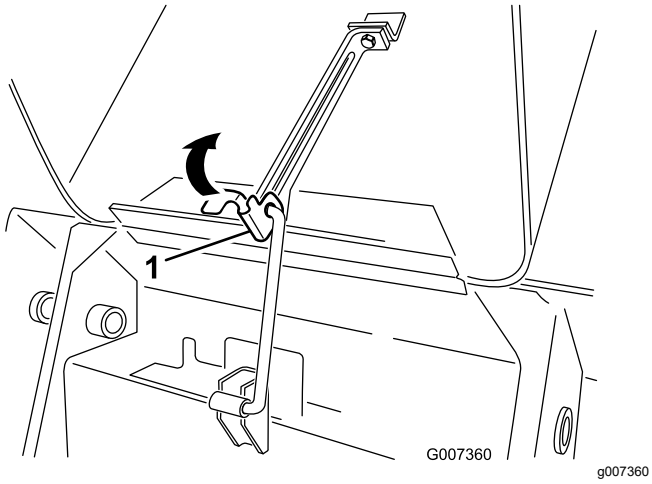

Figura 25
1. Levante la pestaña que sujeta la varilla de sujeción (Figura 25)